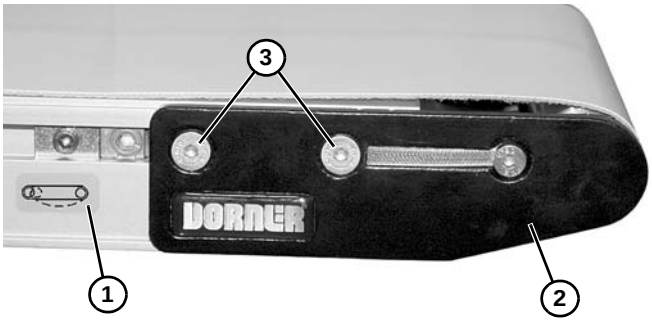

Abbildung 46
5. Auf der Spannseite des Förderbands, mit einem Etikett gekennzeichnet **(Abbildung 46, Teil 1)**, die Kopfplattenbaugruppe **(Abbildung 46, Teil 2)** eindrücken: Auf beiden Seiten des Förderbands Befestigungsschrauben **(Abbildung 46, Teil 3)** lösen und Kopfplattenbaugruppe nach innen drücken.